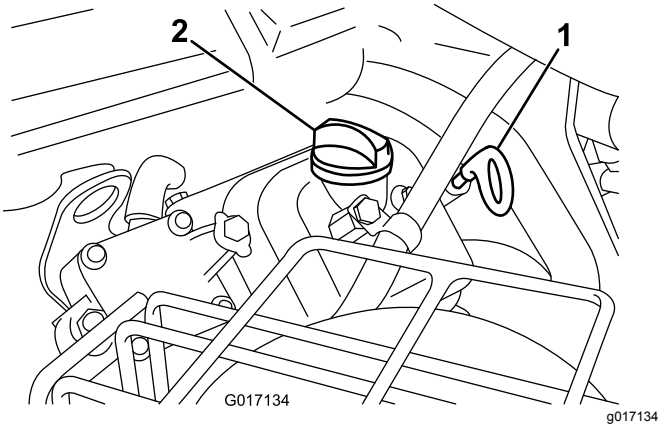

Figuur 20
2. Verwijder de peilstok en veeg deze af met een schone doek. Steek de peilstok in de buis. Let erop dat de peilstok er volledig in schuift (Figuur 20).